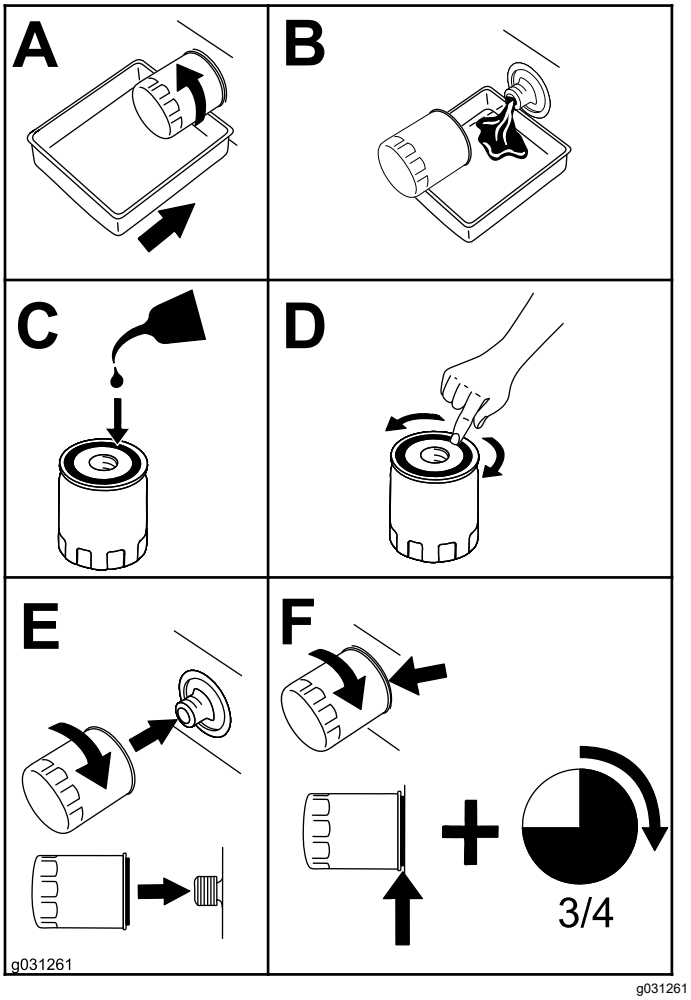

Figur 51
4. Skift motoroliefilteret som vist i Figur 51.